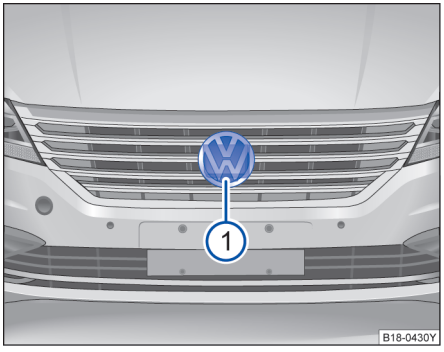

图 125 前部保险杠中：雷达传感器
为探测交通情况，前部保险杠中安装有一个雷达传感器⇒图 125 ①。因此可识别最远约 100 m 的前车。 ▶